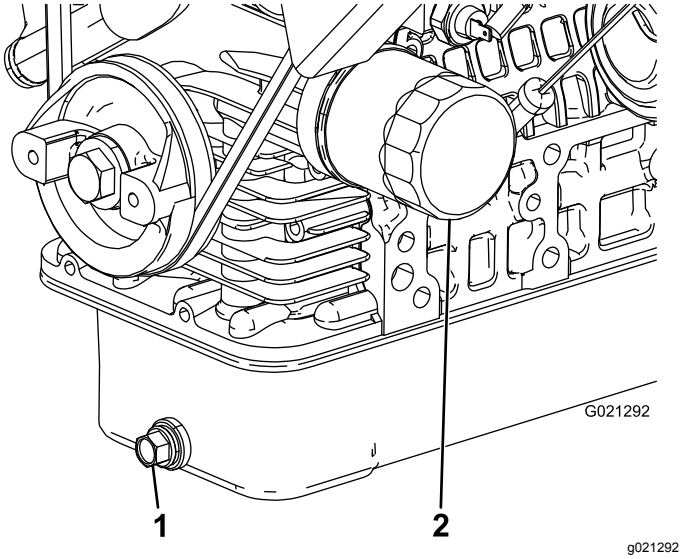

**Bild 37**
2. Entfernen Sie die Ablassschraube und lassen Sie das Öl in die Auffangwanne ab (Bild 37).
4. Entfernen Sie den Ölfilter (Bild 37).